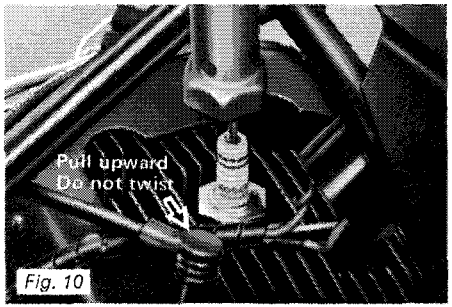

Fig. 10
2. Remove spark plug using box wrench, supplied in the tool kit (See Fig. 10).